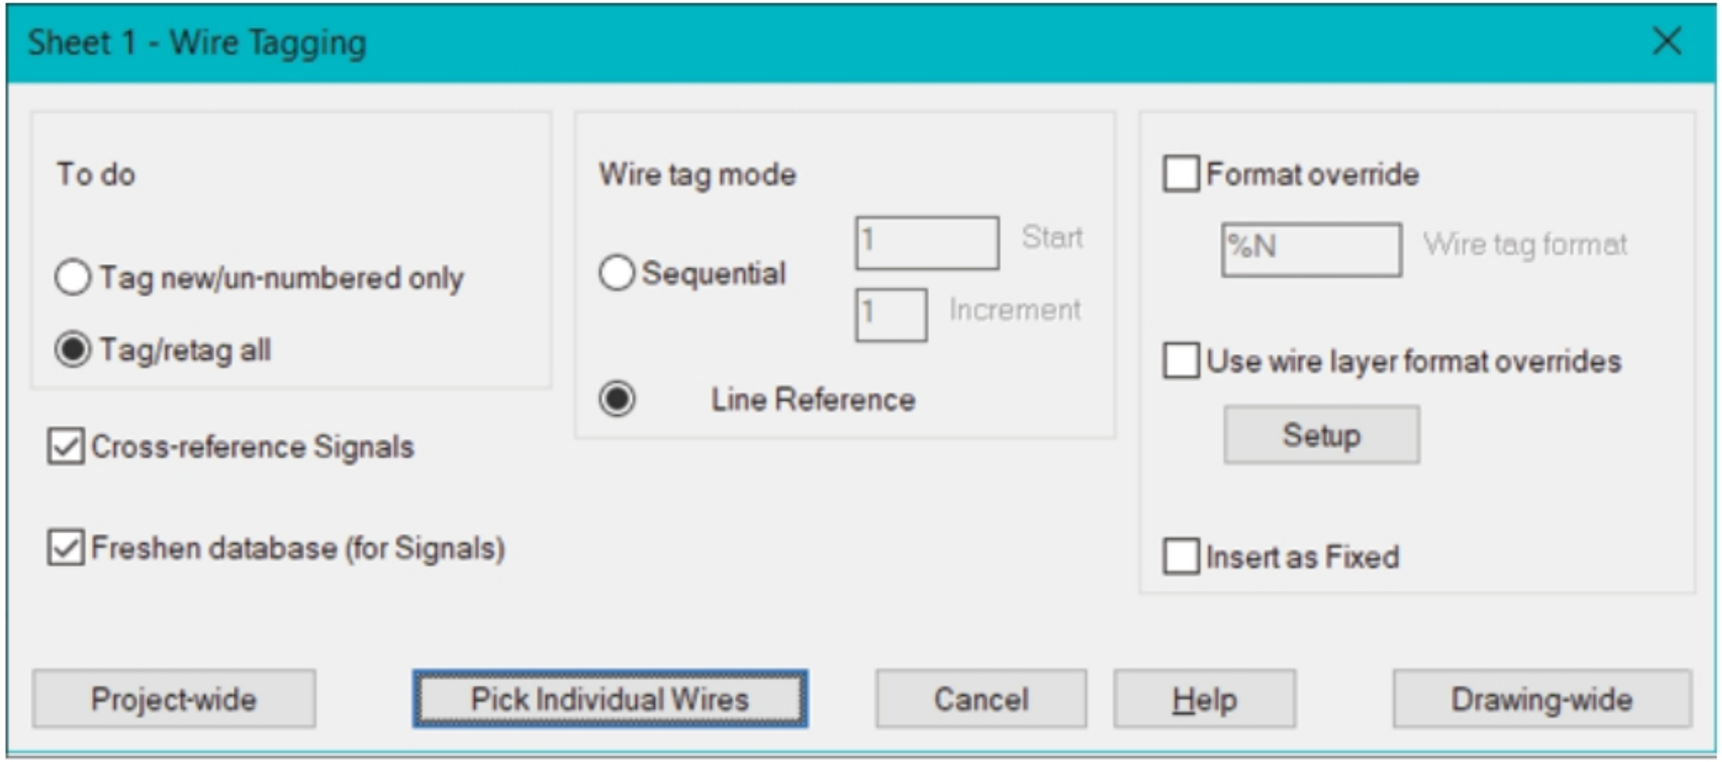

Figure-63. Sheet1 Wire Tagging dialog box
- Click on the **Wire Numbers** tool from the **Wire Numbers** drop-down. The **Wire Tagging** dialog box will be displayed as shown in Figure-63.